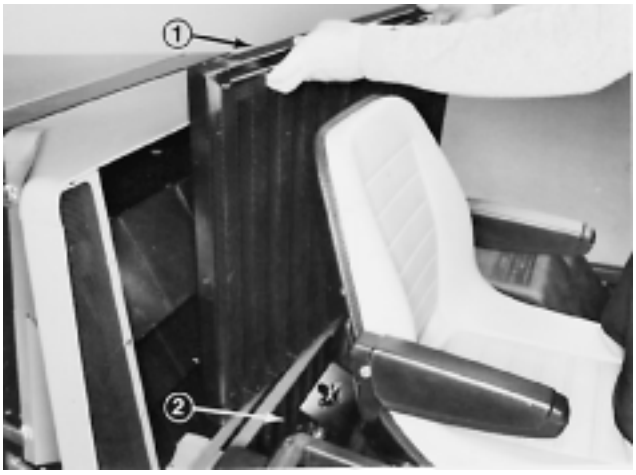

Figure 39
B. Remove upper and lower grille assemblies (Fig. 39).